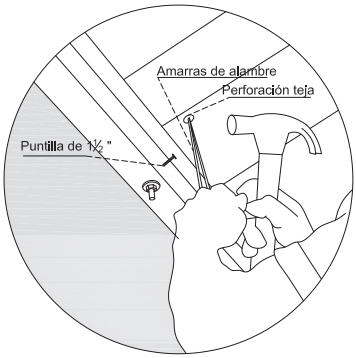

Fig. 74
* realizar la fijación de cada teja fig. 74.